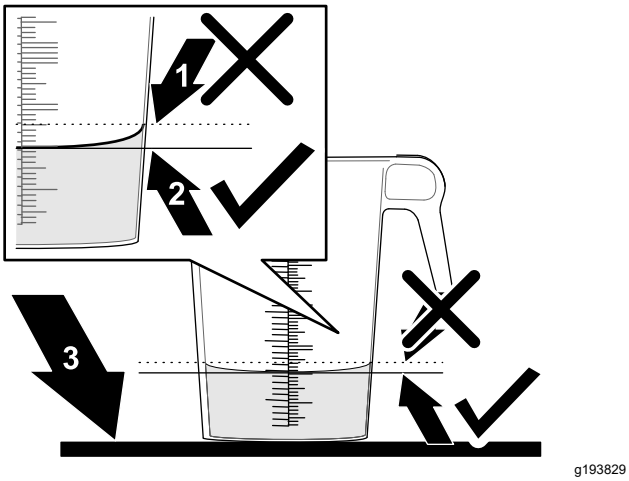

Bild 45
6. Stellen Sie den Behälter mit der Skala auf eine ebene Fläche und notieren Sie das Flüssigkeitsvolumen (Bild 45).